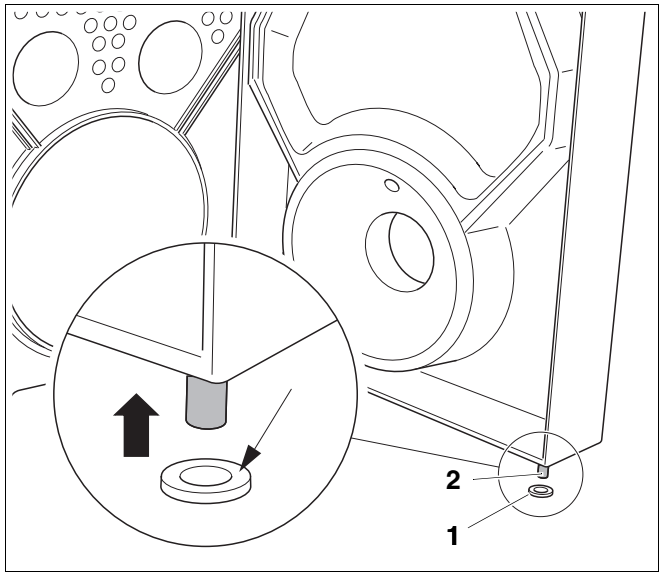

Рис. 10 Левая шарнирная ось
- Подкладную шайбу (рис. 10, **поз. 1**) обильно покрыть смазкой (тонкая стрелка на рис. 10) и надеть на левую нижнюю шарнирную ось (рис. 10, **поз. 2**).